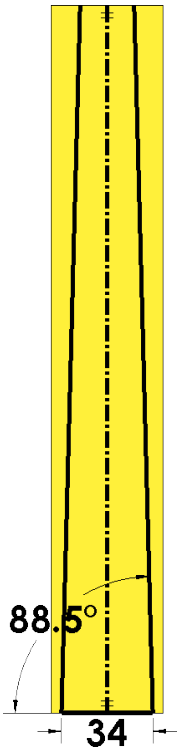

Fig. 19
Step 11. Add dimensions as shown **Fig. 19**. Dimension across the bottom **34** and angle **88.5° degrees** between the line and bottom edge of the body as shown in **Fig. 19**. To Smart dimension the angle, click both line and bottom edge, then move the cursor inside and click. Key-in **88.5** for the angle and press ENTER.